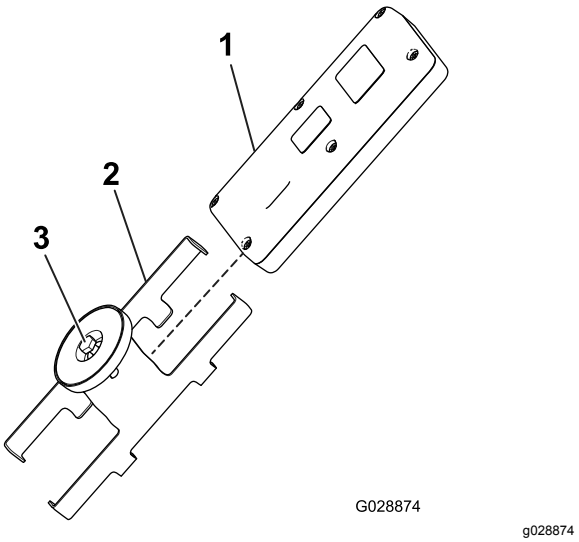

**Figur 36**
1. Lossa bulten i magneten på det magnetiska kontrollfästet (Figur 36).
2. Dra isär fästets sidor och ta bort kontrollen (Figur 36).
8. Montera handkontrollen på det magnetiska fästet för handkontrollen, dra ihop halvorna för att fästa handkontrollen och dra åt bulten i magneten (Figur 36).